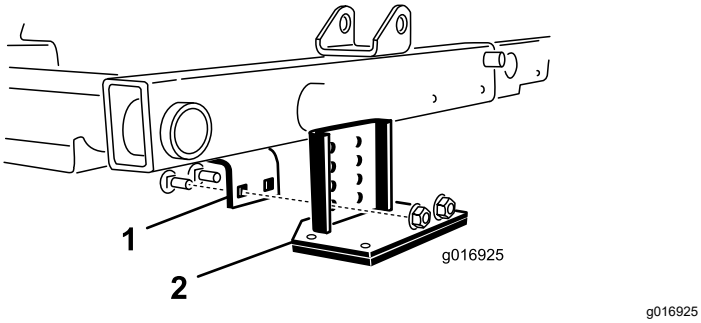

Figuur 40
2. Er bevindt zich een framebeugel boven de middelste maai-eenheid (Figuur 40).
3. Duw de voorste rol van de middelste maai-eenheid omlaag en kijk welke openingen op de tipperbeugel zijn uitgelijnd met de openingen op de framebeugel om hetzelfde contact van de rol te behouden nadat de tipperbeugel is gemonteerd (Figuur 40).
4. Breng de maai-eenheden omlaag en monteer de tipperbeugel aan het frame met de 2 slotbouten en 2 moeren die met de set zijn meegeleverd (Figuur 40).